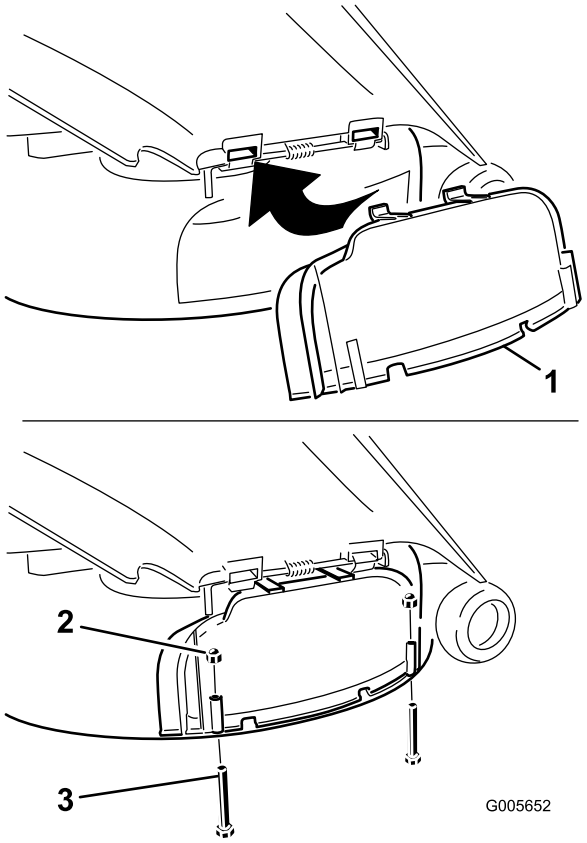

**Figur 28**
3. Løft gressavlederen, og skyv tappene på toppen av utslippsdekselet inn under gressavlederens låsestag. Roter utslippsdekselet ned over åpningen, og på nedre kant av gressklipperen (Figur 28).
4. Fest utslippsdekselet til nedre kant av gressklipperen med to bolter (1/4 x 2 1/2 tommer) og to rundmuttere (1/4 tomme) som vist i Figur 28.